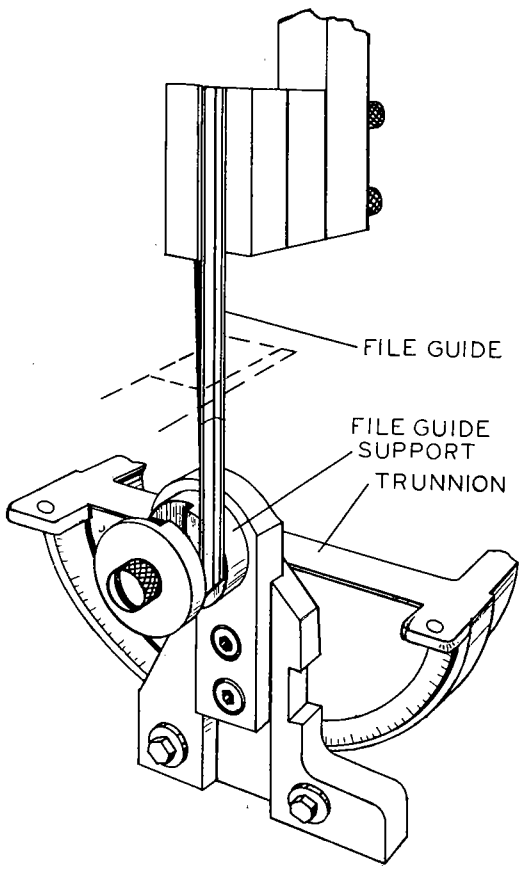

Figure 29
2. With the transmission shifted to neutral, mount the file guide support, as shown in Fig. 29 on the lower post block making sure the proper width of slot for the file band is being used.